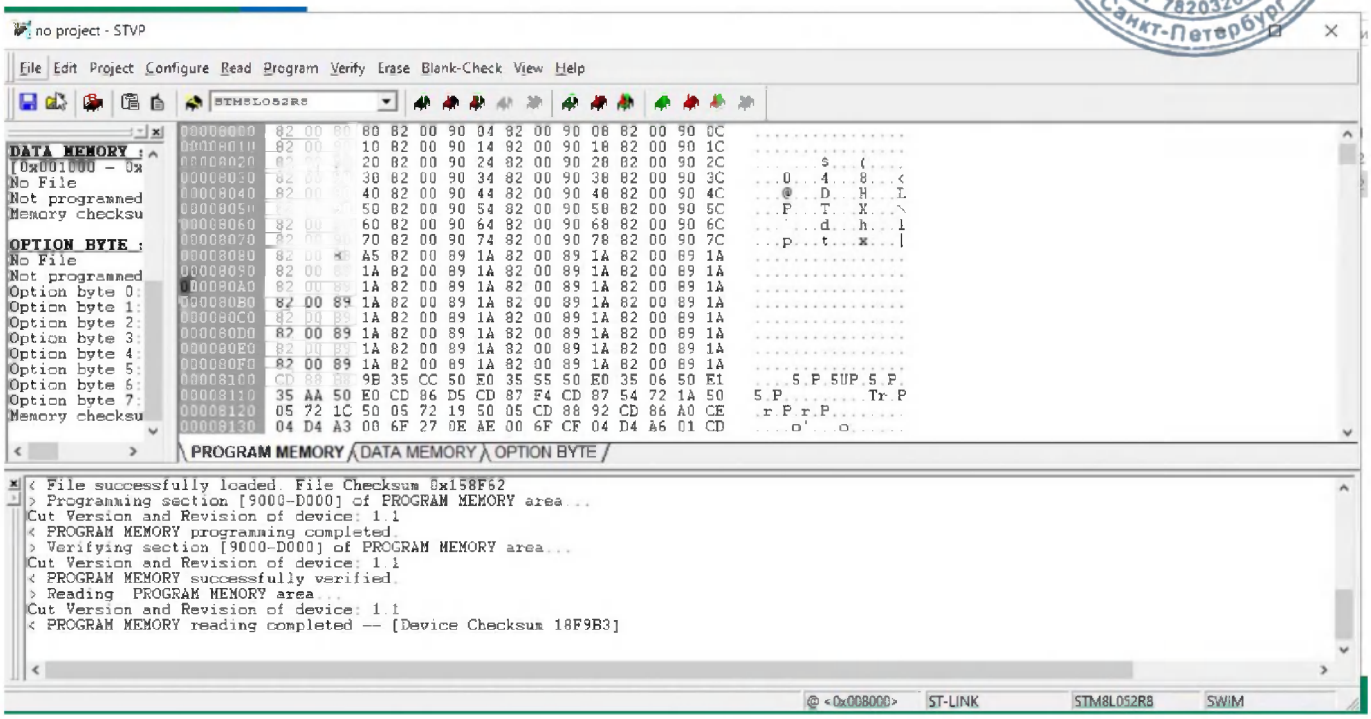

Рисунок 53
5.2.13 При успешной загрузке в нижней части окна на вкладке PROGRAM MEMORY появится соответствующее сообщение (Рисунок 53).